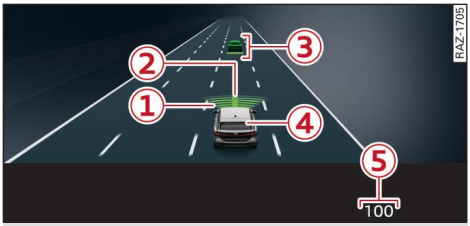

Fig. 108 Instrument cluster: Display with surroundings shown
▸ Press the SET button ②. The set speed will be shown ⑤ ⇨ *page 185, Fig. 108*.